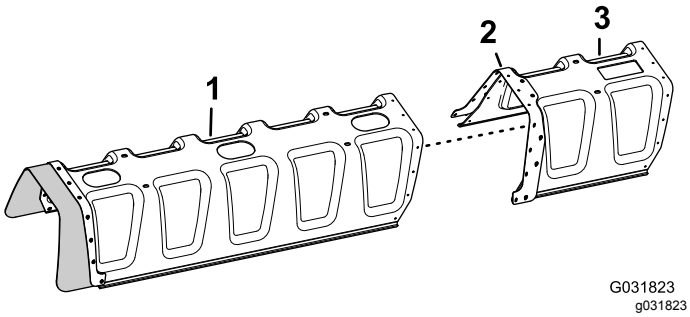

Rysunek 147
3. Ustaw otwory w płycie usztywniającej (dwa rzędy otworów) na przedłużeniu pokrywy równo z otworami na jednym końcu pokrywy wysięgnika 11-dyszowego (Rysunek 147).